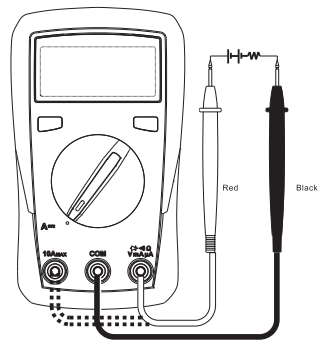

Figure 3
6. DC measurement (see Figure 3)
7. AC measurement (only for UT33A+, see Figure 3)
Please refer to Section 6 “DC measurement (see Figure 3)”